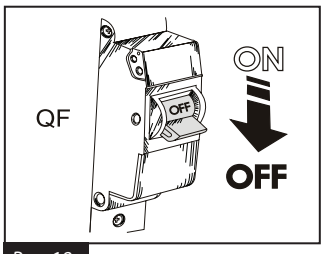

Рис. 18
Работы по техническому обслуживанию разрешается проводить только после отключения вентилятора от электросети (рис.18). Техническое обслуживание заключается в периодической очистке поверхностей вентилятора от пыли и грязи. Техобслуживание включает в себя регулярную очистку, контроль зазора между рабочим колесом и корпусом, проверку состояния рабочего колеса и двигателя, лопастей рабочего колеса, заземления.
1. Отключите питание вентилятора (рис.18).